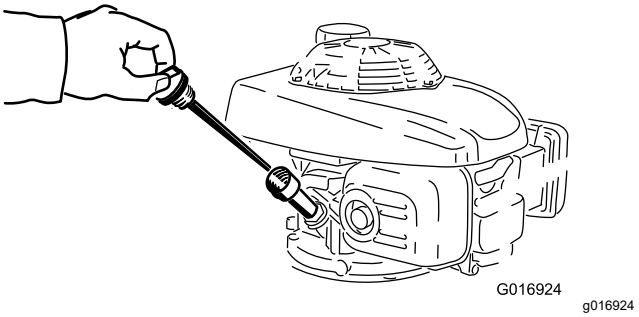

Figure 25
5. Retirez la jauge (Figure 25).